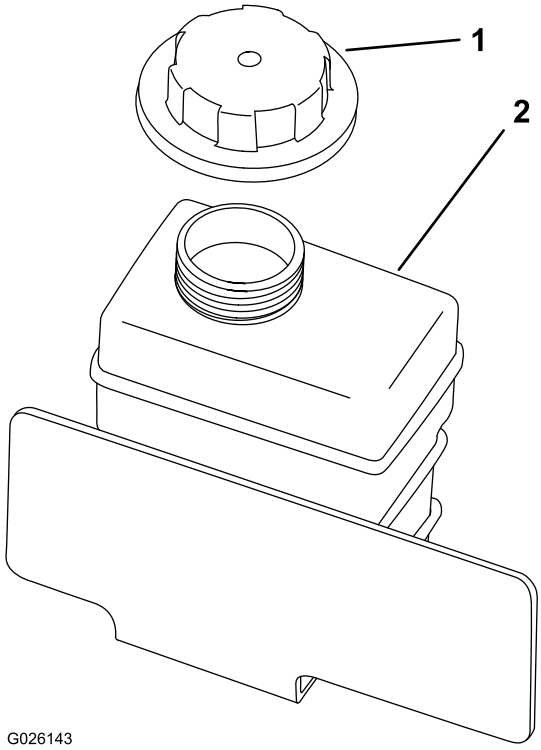

**Figur 61**
4. Ta av reservetanklokket (Figur 61).